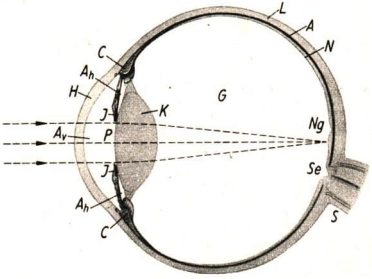

Abb. 41. Waagerechter Schnitt durch das Auge (schematisch).
1. Das menschliche Auge. Abb. 41 stellt einen waagerechten Schnitt durch das menschliche Auge dar.